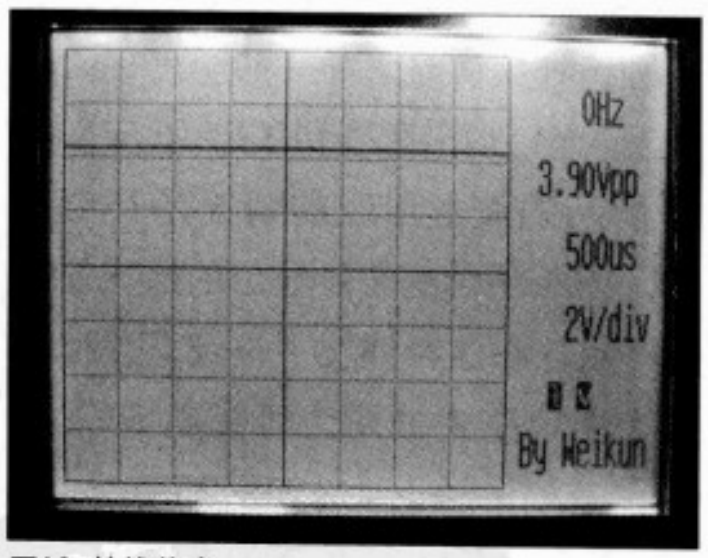
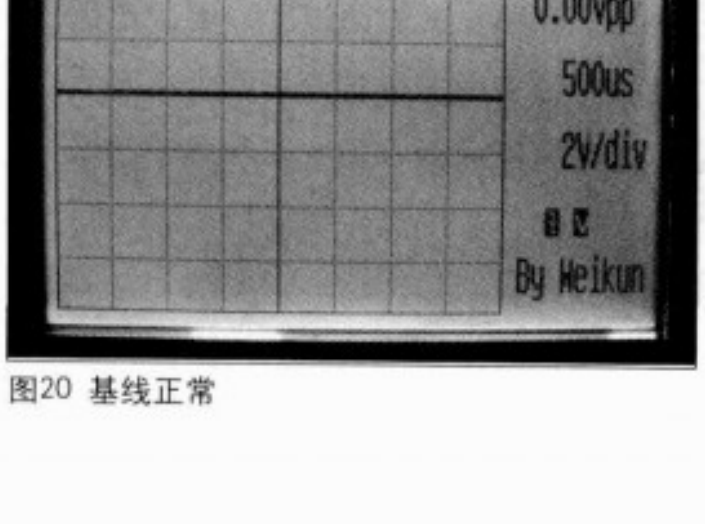

图19 基线偏离
图20 基线正常
3. 完成以上调整后，本示波器就能正常显示了，这一步要做的就是让它正确显示，进入示波器界面后屏幕的右边应该能看见水平扫速、电压灵敏度等各种参数，显示可能不正常但应该有显示，否则说明两片单片机之间的通信不正常，要检查三根SPI通信线是否连接正确。如果有参数显示接下来是调整示波器的基线，未调整的基线一般不会在水平中线位置，将程控放大电路的输入端对地短路，这时会在LCD屏上看到一条横线（如图19所示），如果横线在最上边或最下边说明基线电压偏离太远，这时调节程控放大器电路板上的RP1，使其回到水平中线位置（如图20所示），此时测量程控放大器的输出端对地的直流电压应为2.5V，因为AD转换器的输入电压范围为1.5～3.5V，输入幅度为$2V_{pp}$，所以基线电压应该为AD转换器的输入中点电压。在调节好基线电压后，按4个功能键看各参数的变化是否正常，否